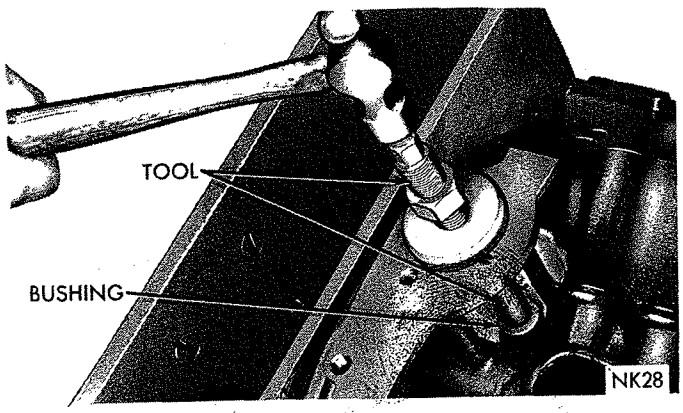
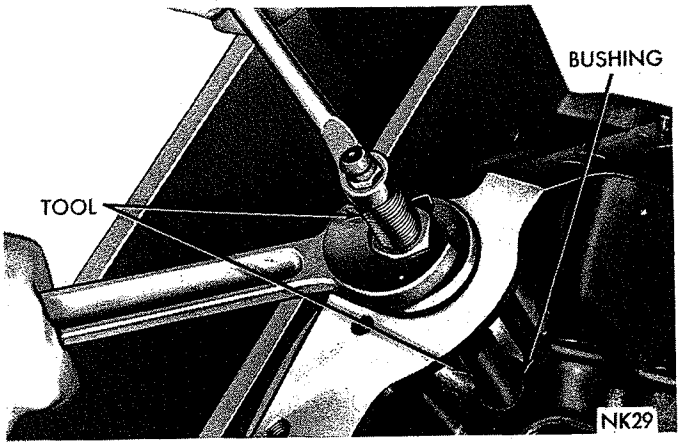

*Fig. 38—Installing Distributor Drive Shaft Bushing*
*Fig. 39—Burnishing Distributor Drive Shaft Bushing*
(1) Slide new bushing over burnishing end of Tool C-3053 and insert the tool and bushing into the bore, as shown in (Fig. 38).
(2) Drive bushing and tool into position, using a soft hammer.
(3) As the burnisher is pulled through the bushing by tightening the puller nut, the bushing is expanded tight in block and burnished to correct size, (Fig. 39). **DO NOT REAM THIS BUSHING.**